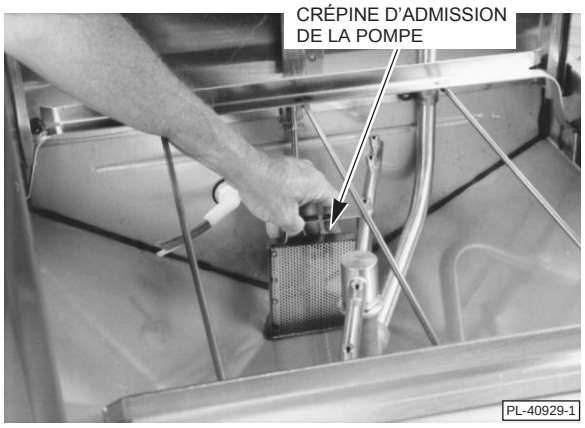
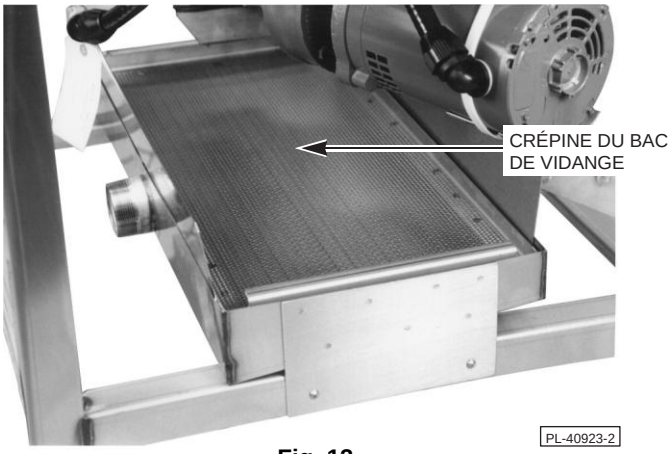
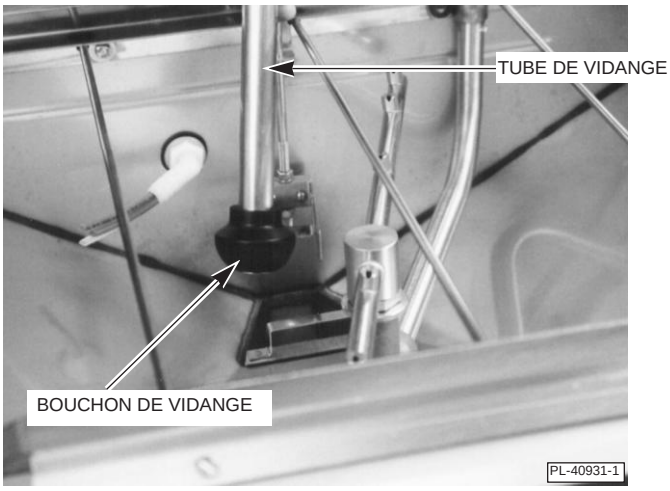

**Fig. 12**
**Fig. 13**
**FIG. 17**
Procédez à une vérification afin de vous assurer que la crépine d'admission de la pompe (Fig. 12), la crépine du bac de vidange (Fig. 13), et le tube de vidange (Fig. 17) sont en place et que les deux crépines sont exemptes de débris. La crépine d'admission de la pompe doit tomber complètement au fond du carter. LE DRAIN ET LES CRÉPINES DOIVENT ÊTRE PROPRES ET EXEMPTS DE DÉBRIS À TOUS MOMENTS.
À l'occasion, vérifiez la crépine du bac de vidange (Fig. 13) et nettoyez-la le cas échéant afin d'éviter qu'elle nes'encrasse et s'obstrue (ce qui est susceptible d'entraîner des déversements d'eau sur le plancher). Ne retirez PAS la crépinedu bac de vidange pendant un cycle de lavage.
La machine peut être vidangée en appuyant et en maintenant enfoncé le commutateur *de vidange (DRAIN)/remplissage (FILL)* sur « DRAIN » jusqu'à ce que la machine soit complètement vidangée, ou en ouvrant les portes et en retirant le tube de vidange (le bouchon de vidange est fixé au niveau de la partie inférieure du tube de vidange) (Fig. 17). Lorsque la machine est complètement vidangée, remplacez le tube/bouchon de vidange, fermez les portes et appuyez sans relâcher sur le commutateur de *vidange (DRAIN)/remplissage (FILL)*, sur « Fill » pendant environ dix secondes.
3. Retirez la crépine d'admission de la pompe (Fig. 12), le tube/bouchon de vidange (Fig. 17), et la crépine du bac de vidange (Fig. 13) puis nettoyez-les en les frottant dans un évier.